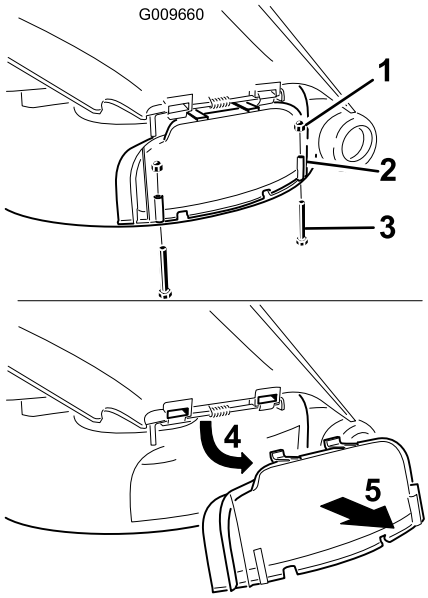

Figur 25
3. Fjern de to bolte og møtrikker, som fastgør udblæsningsdækslet til plæneklipperen (Figur 25).